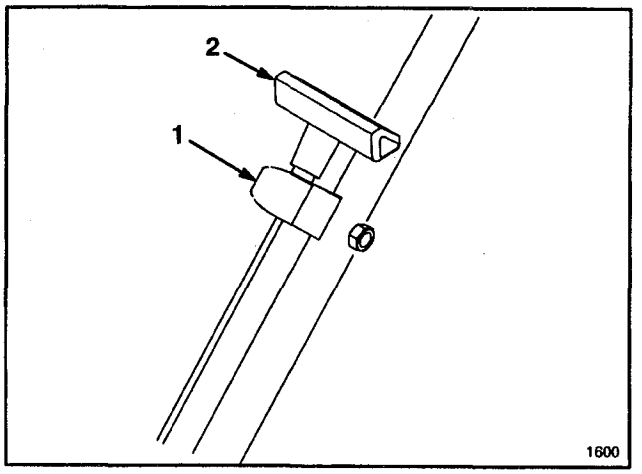
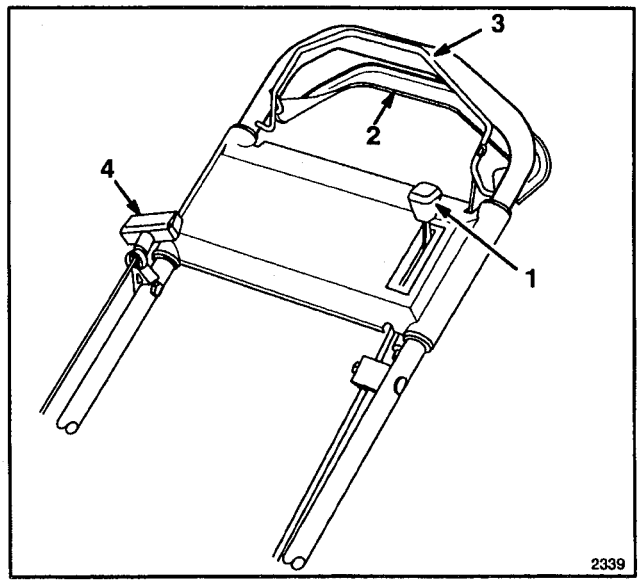

Figure 5
Figure 8
1. Pull the starter rope through the rope guide on the handle (Fig. 5). To make the rope easier to loop, squeeze the blade control bar on the handle (Fig. 8) to release the blade brake.
CONTROLS—Throttle, blade control bar, self–propel control bar (self–propelled model only) and recoil starter are on upper handle (Fig. 8).
2. STARTING (Fig. 8)—Move throttle forward to FAST position. Squeeze blade control bar against handle. Pull recoil starter out until slack in rope is taken up. Then pull vigorously to start the engine. When engine starts, regulate engine speed as desired.
3. STOPPING (Fig. 8)—To stop engine, release blade control bar. Pull wire off spark plug if mower will be unattended or not used.
4. WHEEL TRACTION OPERATION (self–propelled model) (Fig. 8)—Squeeze self-propel control bar against handle to drive. To stop the self–propel drive, release the self-propel control bar.